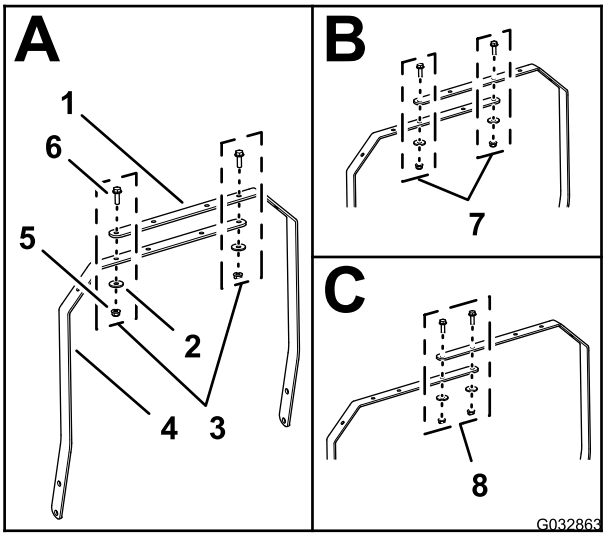

Figur 9
- **För maskiner i 800-serien:** Rikta in de två hålen på det vänstra och högra dragbandet som i ruta A i Figur 9.
- **För maskiner i 1000-serien:** Rikta in de två hålen på det vänstra och högra dragbandet som i ruta B i Figur 9.
- **För maskiner i 1600-serien:** Rikta in de två hålen på det vänstra och högra dragbandet som i ruta C i Figur 9.